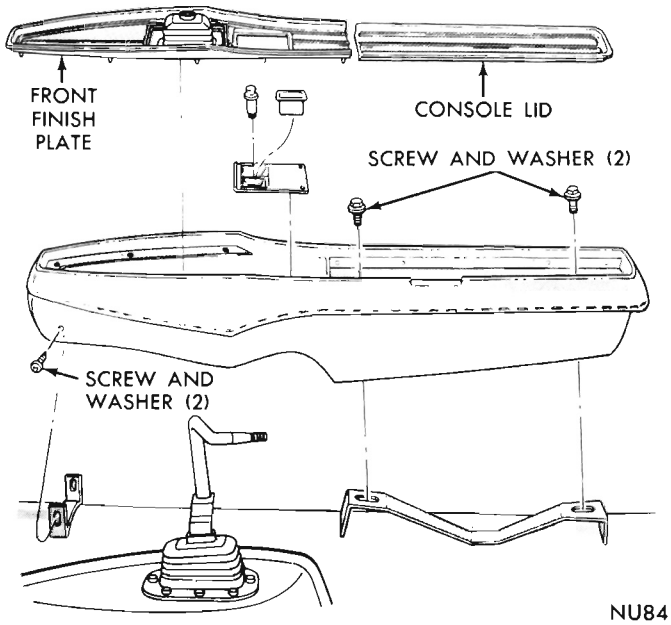
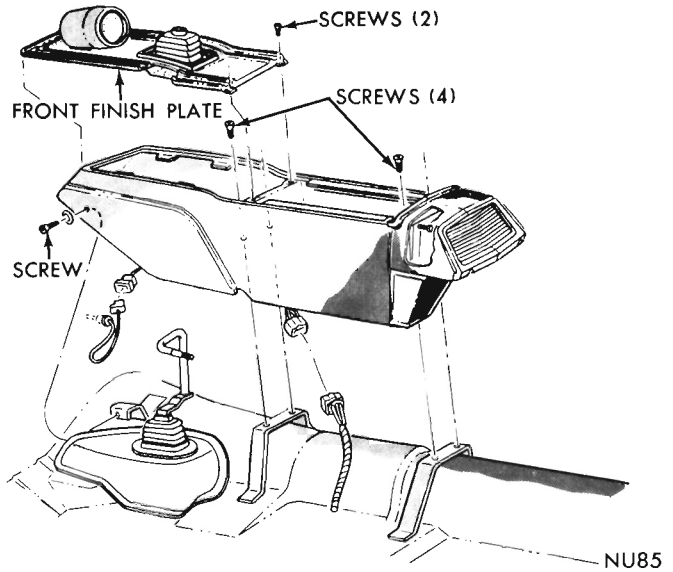

Fig. 4—Console Installation (Valiant or Barracuda)
Fig. 5—Console Installation (Satellite or Fury)
(1) Disconnect negative (ground) cable from battery.
(2) Loosen jam nut and unscrew gearshift lever knob.
(3) Remove console and wiring if so equipped (Fig. 4 or Fig. 5).
(4) Remove retaining screws from floor pan boot and slide up and off shift lever.
(5) Remove shift lever using a .010" feeler gauge as